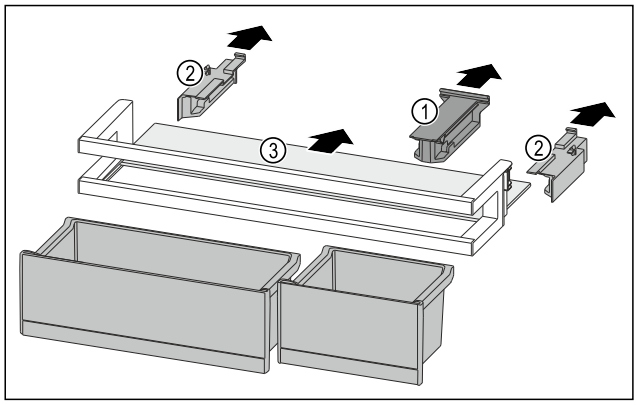

Fig. 210
- ▶ Noņemiet atbalsta daļu *Fig. 210 (1)*.
- ▶ Noņemiet sānu daļas *Fig. 210 (2)*.
- ▶ Izņemiet plauktu *Fig. 210 (3)*.